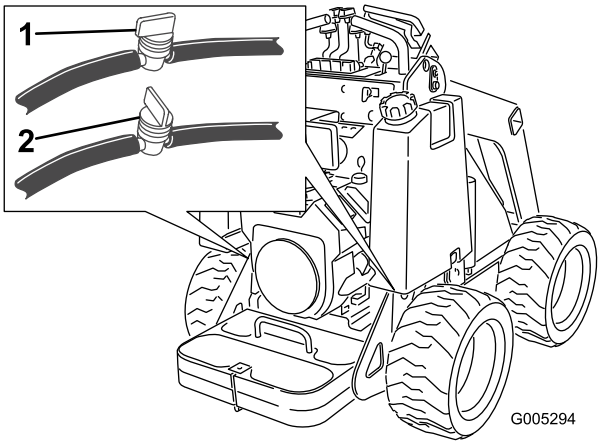

Figure 28
2. Fermez le robinet d'arrivée de carburant au bas de chaque réservoir de carburant (Figure 28).
3. Fermez le robinet d'arrivée de carburant dans le flexible situé au bas des réservoirs de carburant (Figure 28).
8. Ouvrez les robinets d'arrivée de carburant dans les flexibles situés au bas des réservoirs de carburant, comme illustré à la Figure 28.